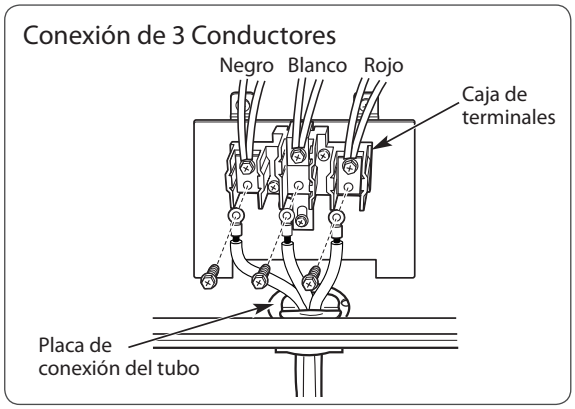

FIGURA 8
1. Extraiga los 3 tornillos inferiores de la caja de terminales y consérvelos. (Remítase a la Figura 8.)